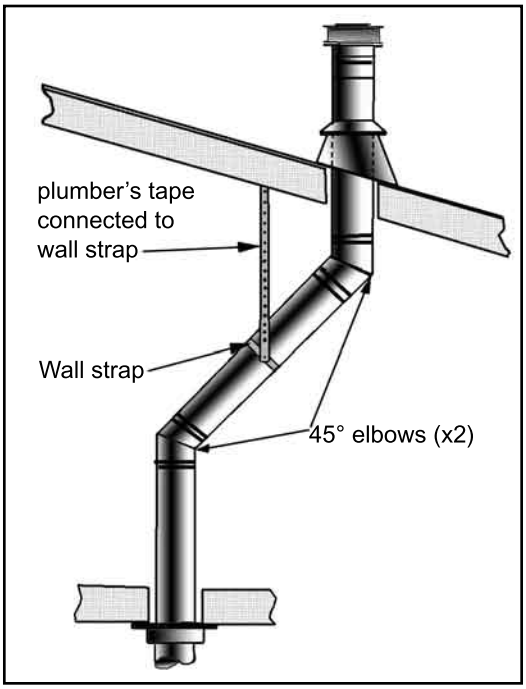

Figure 14: Use of Wall Straps.
(1) If an offset is necessary in the attic to avoid obstructions, it is important to support the vent pipe every 3 feet (91cm), to avoid excessive stress on the elbows, and possible separation. Wall straps are available for this purpose (see Figure 14).
(2) When ever possible, use 45° degree elbows instead of 90° degree elbows. The 45° degree elbow offers less restriction to the flow of flue gases and intake air.